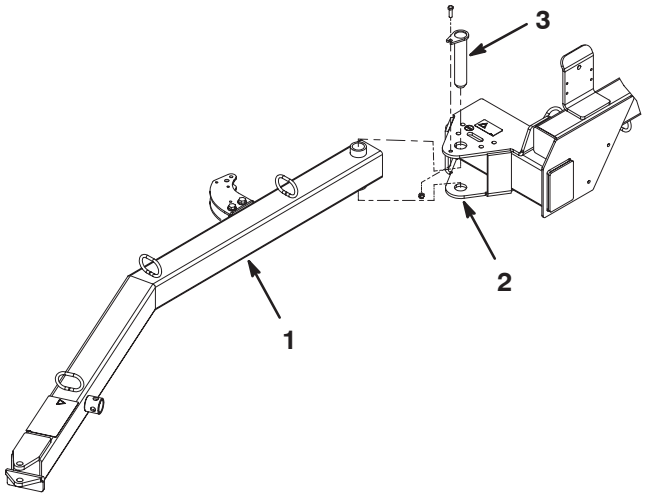

**Figure 2**
1. Insérez l'extrémité arrière de la flèche d'attelage entre les plaques de montage de la balayeuse tout en alignant les trous de montage (Fig. 2).
2. Fixez la flèche d'attelage à la plaque de montage au moyen d'une goupille (Fig. 2).
3. Fixez la goupille dans les plaques de montage avec une vis de 3/8–16 x 1–1/4 pouce et un contre-écrou de 3/8–16 (Fig. 2).